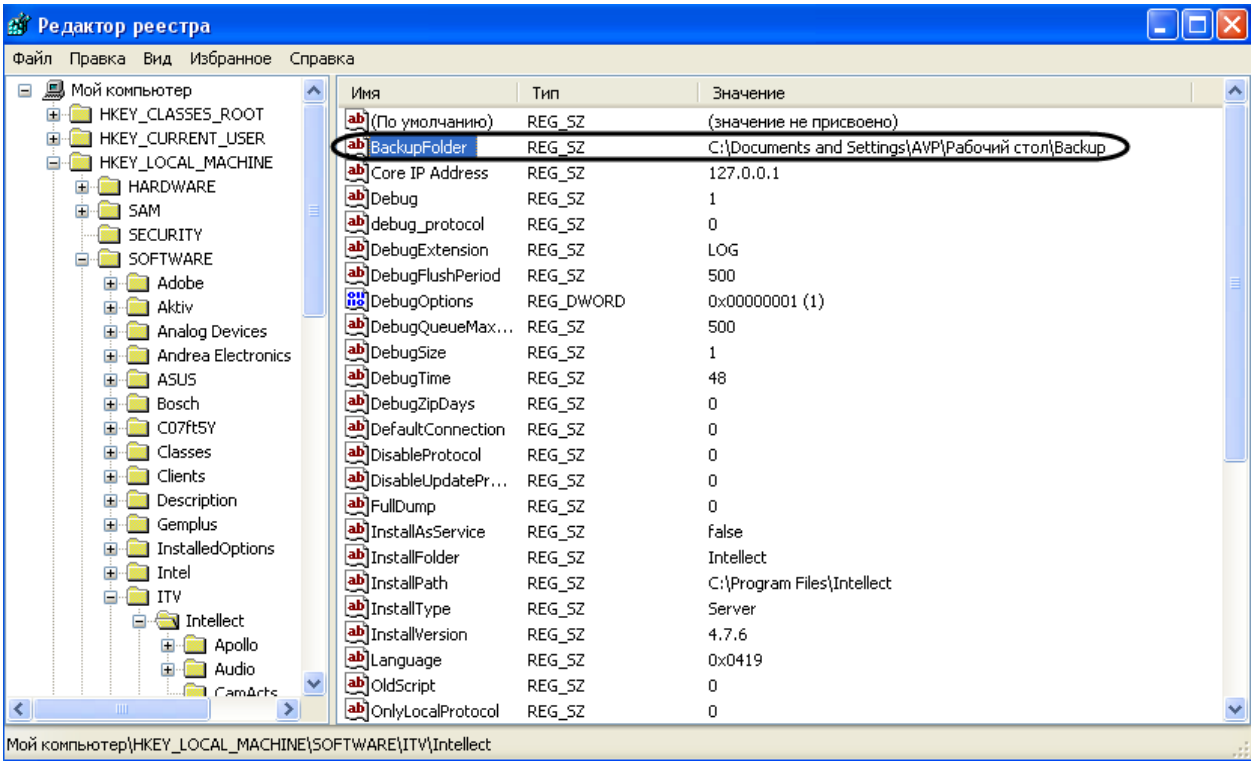

Figure 12.10-19 Creating the “BackupFolder” parameter
5. *As a result the string parameter of the key with the specified value is created (Figure 12.10-19).*